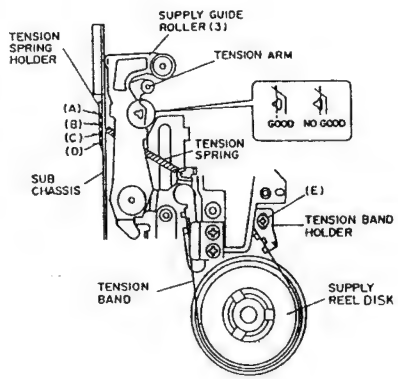

Fig. 3-6
3-2. TENSION POLE POSITION ADJUSTMENT (Fig. 3-6)
3-3. TENSION ADJUSTMENT (Fig. 3-6)
1) Set the tension spring to section (C) of the tension spring holder. (See Fig. 3-6)
① If the tension is higher than 7.5 g-cm, hook the tension spring to section (D) of the tension spring holder.
② If the tension is lower than 5.5 g-cm, hook the tension spring to section (A) or (B) of the tension spring holder.